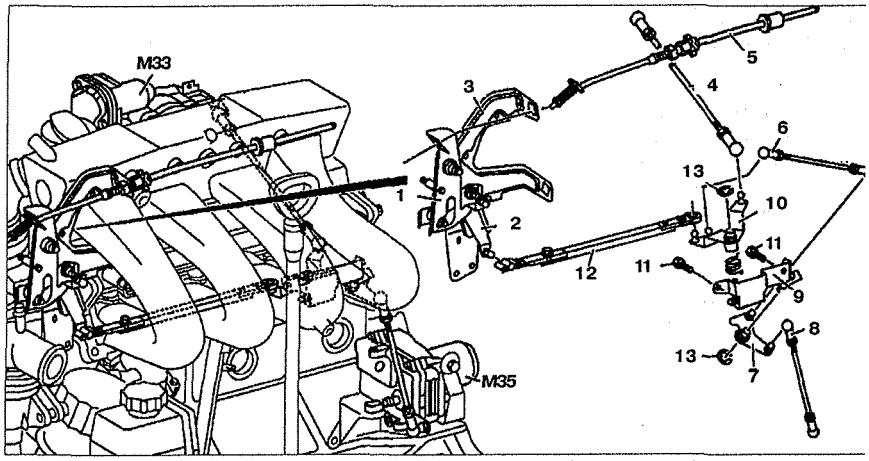

Рис. 2.127. Регулятор холостого хода:
1. Отсоедините регулировочную тягу **5** (см.рис.2.127).